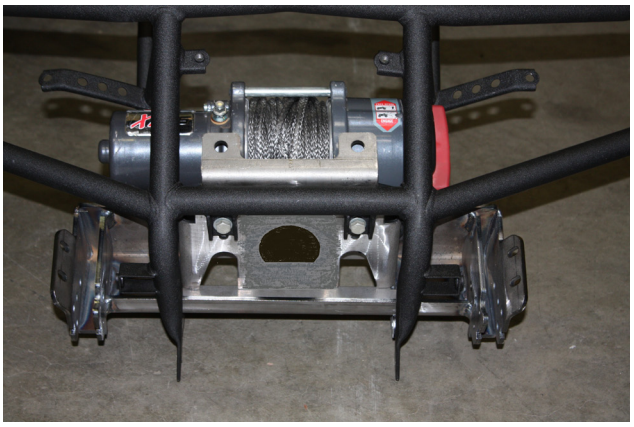

Figure 4
6. Position plow mount to bumper as shown in figure 4. Install fasteners (B1, B2, and B3). Do not tighten at this time.